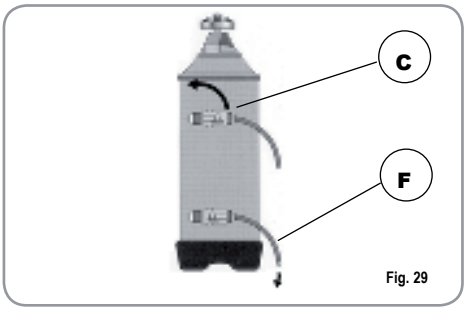

Fig. 29
2) Rimettere il tappo e riposizionare la leva C verso sinistra (Fig. 29), lasciando scaricare l'acqua salata dal tubo F finchè non ritorni dolce (circa 1/2 ora).